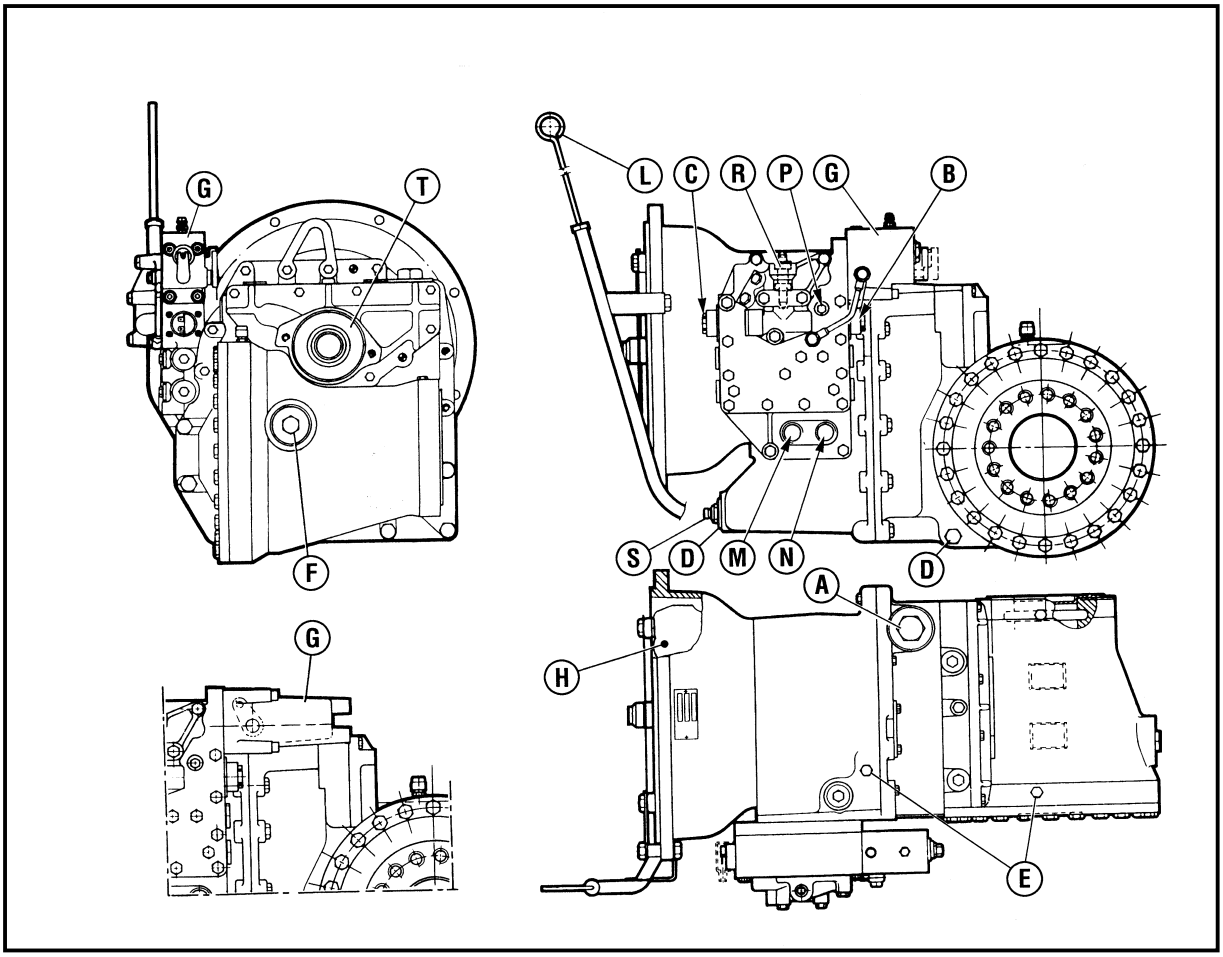

Figuur 6.1 | Transmissie
1. Na elke 10 uur bedrijfstijd oliepeil van de transmissie controleren met het oliepeil-meetlint (zie L in Figuur 6.1) Indien nodig olie bijvullen (bij A in Figuur 6.1)
1. Verwijder het inloopfilter (zie P in Figuur 6.1)
2. Ververs de olie in de transmissie. Laat eerst de oude olie uit de transmissie weglopen via de afvoer onder aan de transmissie (zie D in Figuur 6.1)
3. Was en droog het aanzuigfilter van de pomp (zie A in Figuur 6.1)
1. Ververs de olie in de transmissie. Laat eerst de oude olie uit de transmissie weglopen via de afvoer onder aan de transmissie (zie D in Figuur 6.1)
3. Controleer het oliepeil van het differentieel (zie F in Figuur 6.1) Indien nodig bijvullen (bij F in Figuur 6.1)
1. Ververs de olie van het differentieel. Laat eerst de oude olie uit het differentieel weglopen via de afvoer onder aan het differentieel (zie D in Figuur 6.1)